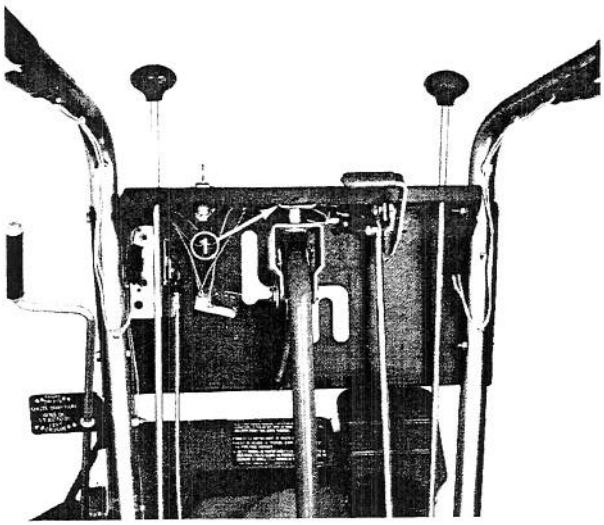

Figure 37
1. Loosen two cap screws and lock nuts holding swivel bracket against control panel (Fig. 37).
2. To reduce speed in 1 — 1st gear — move swivel bracket (Fig. 37) to the right. By contrast, move swivel bracket to the left to increase speed in 1st gear.
3. When desired adjustment is obtained, tighten the two cap screws and lock nuts (Fig. 37). Assure that wires do not get pinched between control panel and wire guide.